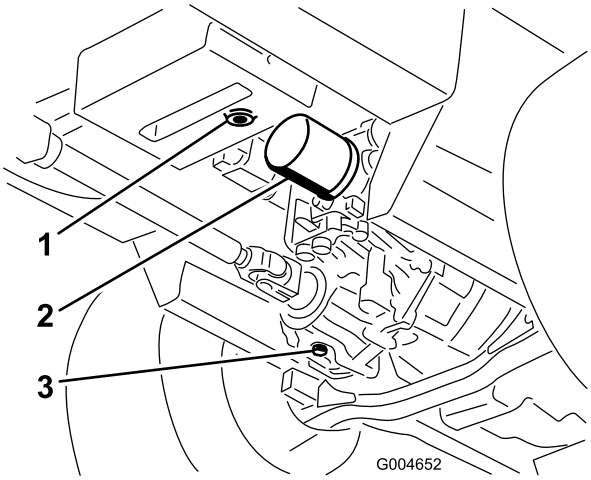

Figur 64
3. Ställ ett stort kärl under hydraultanken och transmissionslådan, lossa pluggarna och tappa ur all hydraulolja (Figur 64).
4. Rengör området runt hydrauloljefiltret och ta loss filtret (Figur 64).